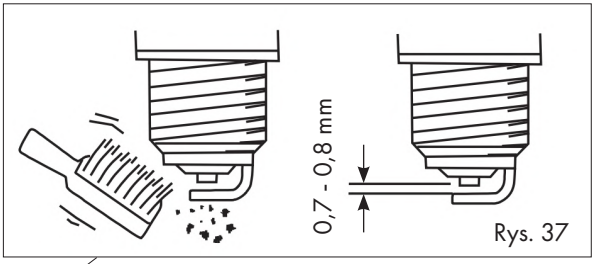

Rys. 37
- Sprawdzić odstęp między elektrodami i w razie potrzeby ponownie wyregulować do wartości docelowej 0,7-0,8 mm, rys. 37.